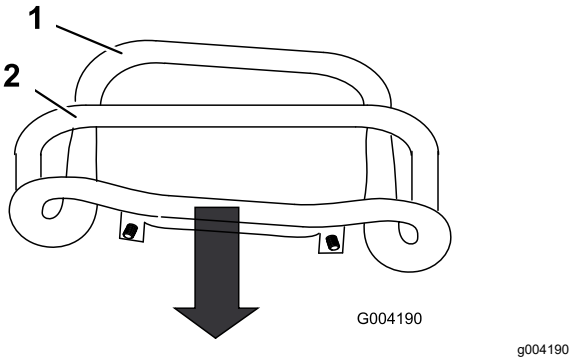

**Figuur 52**
3. Trek de tractiebediening naar achteren zodat de voorzijde ervan contact maakt met de referentiebalk (Figuur 52).